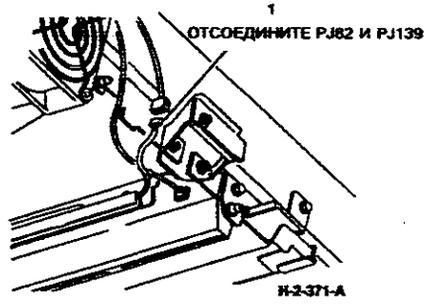

**Рисунок 1. Отсоединение разъемов PJ82 и PJ139**
2. (Рисунок 1) Отсоедините разъемы PJ82 и PJ139.